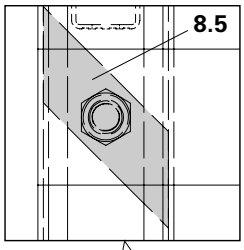

Fig. A2.14a
4. Fix ladder with clamping plates (8.5) to the Ladder Connectors. (Fig. A2.14a)